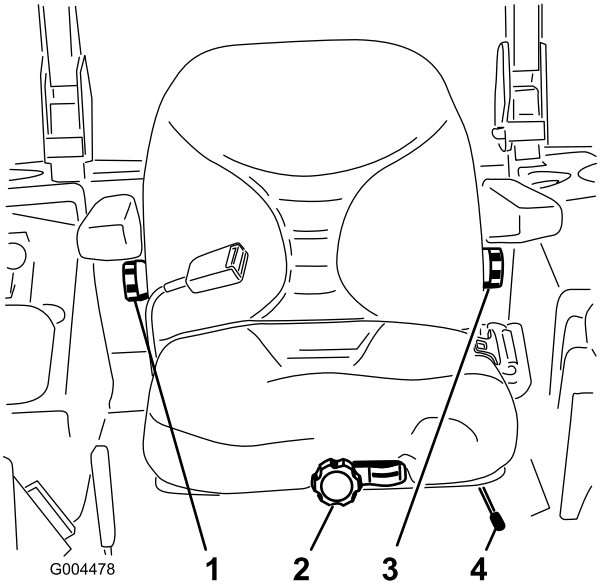

Figura 29
1. Per regolare, spostate lateralmente la leva e sbloccate il sedile (Figura 29).
A sedile vuoto, girate la manopola anteriore nella direzione opportuna, fino ad ottenere il migliore comfort (Figura 29).
Per spostarlo, girate nella direzione opportuna la manopola situata sotto il bracciolo destro, fino ad ottenere il migliore comfort (Figura 29).
Per spostarlo, girate nella direzione opportuna la manopola situata sotto il bracciolo sinistro, fino ad ottenere il migliore comfort (Figura 29).